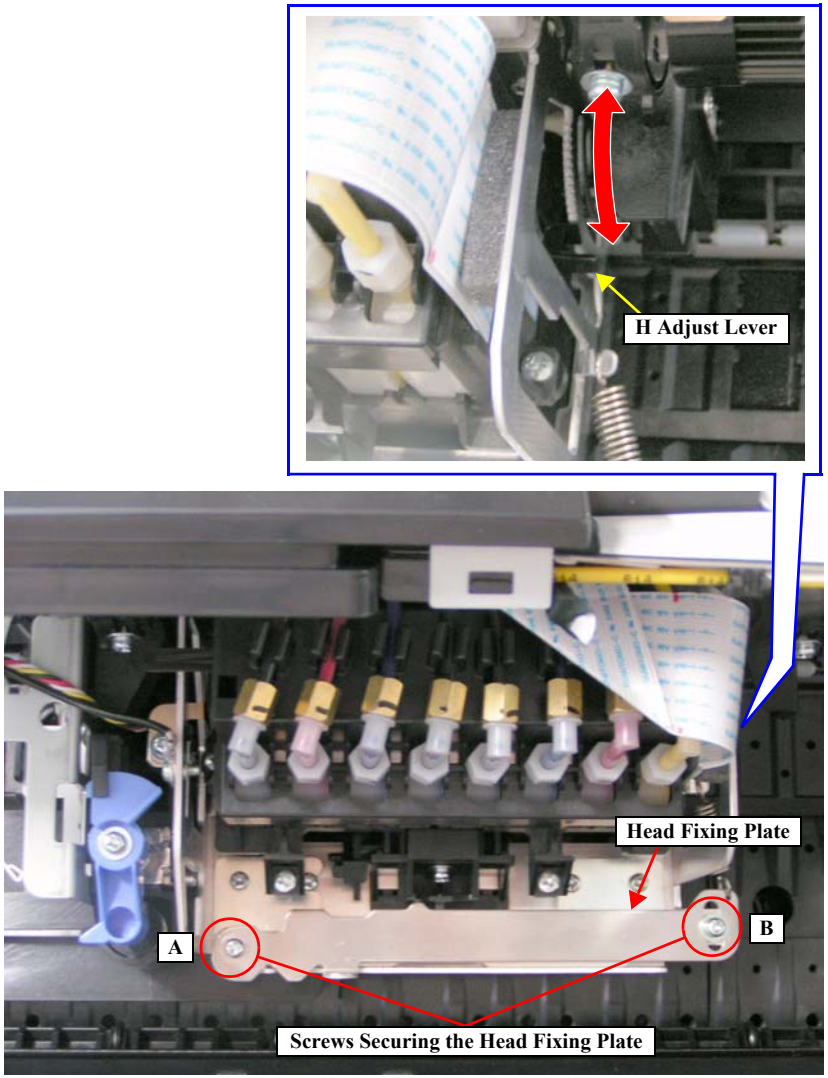

Figure 5-40. Screws Securing the Head Fixing Plate and the H Adjust Lever
7. Remove the two screws (A and B shown in Figure 5-40) that secure the Head Fixing Plate and remove it.